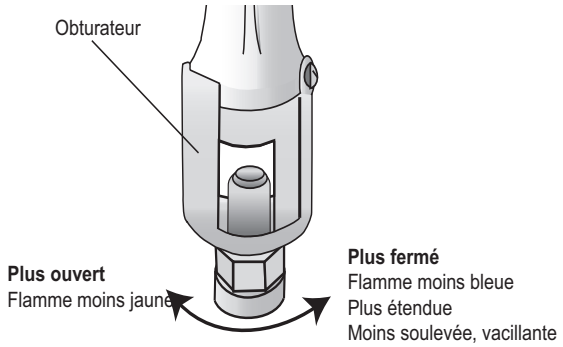

Figure 6 : Réglage du volet d'air du brûleur de cuisson au four
1. Desserrez la vis et faites tourner le volet. Fermez le volet si la flamme se soulève ou si elle est irrégulière ou encore si elle n'enveloppe pas le brûleur; ouvrez le volet si elle est trop jaune. (Voir la figure 6). Serrez la vis.